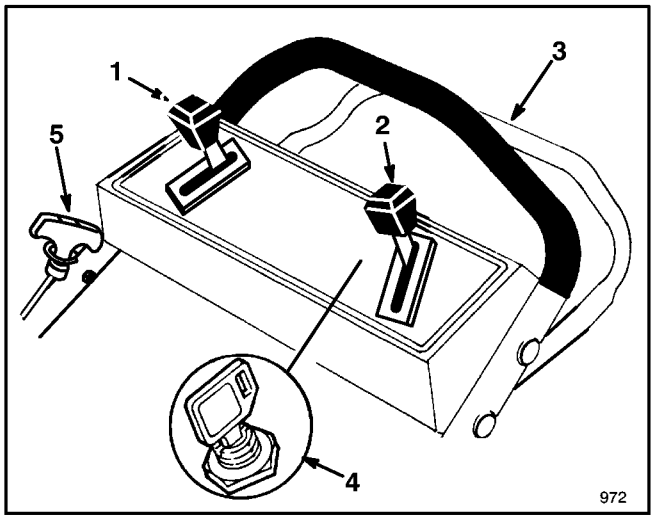

Figure 11
CONTROLS—Key switch (electric start model), throttle, ground speed control, self-propelled control bar and fingertip starter are on upper handle (Fig. 11).
5. KEY-LECTRIC STARTING—Squeeze control bar against handle. Turn key to (START) and release when engine begins running. When engine starts, regulate engine speed as desired. If the battery's charge is too weak to start the engine, the engine can be started with the recoil starter (Fig. 11). Allow the engine to warm-up. During warm-up, the equipment can be operated.